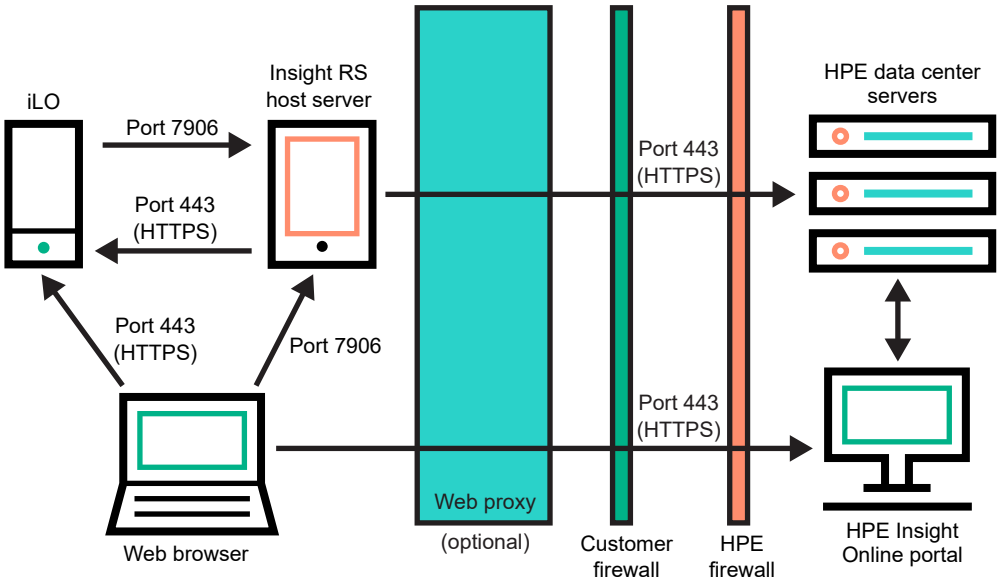

**Figure 5: Network requirements for Insight Remote Support central connect**
2. Ensure that your environment meets the port requirements shown in **Figure 5: Network requirements for Insight Remote Support central connect**.